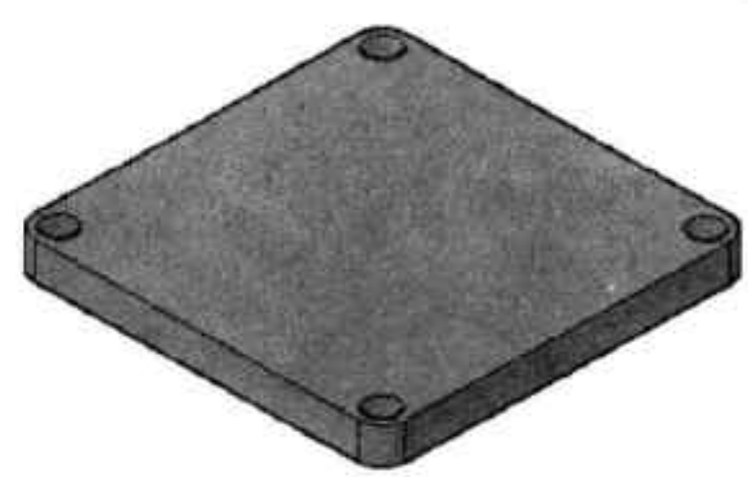

图13-53 差集操作
Step06 执行“差集”命令，将四个圆柱体从长方体中减去，如图13-53所示。